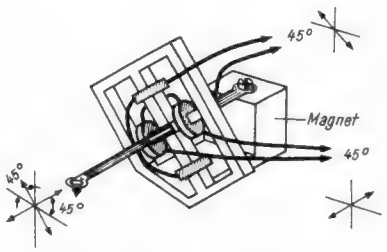

Bild 3. Dieses Tonabnehmersystem entspricht Bild 2, ist jedoch für das 45/45-Verfahren ausgelegt (Westrex)
Bild 3 ist eine schematische Zeichnung des Tonabnehmersystems für das Westrex-Verfahren 45°/45° (X). Es arbeitet im Prinzip wie das London-Verfahren, nur ist der Teil mit den Polschuhen um 45° gedreht, wobei die Bedingung, daß beide Sektionen eine Position einhalten, die 90° zueinander steht, erfüllt ist. Es ist anzunehmen, daß das Konstruktionsprinzip, wie es in den Bildern 2 und 3 skizziert wurde, auch für Tonabnehmer mit anderen Systemen anwendbar ist.